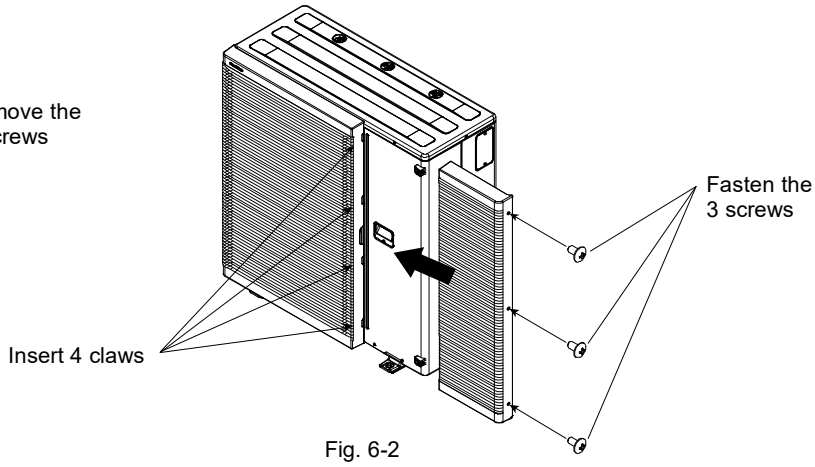

Fig. 6-2
2. Insert 4 claws of the discharge grille (right side) 4 and fasten the 3 screws. (Fig. 6-2)